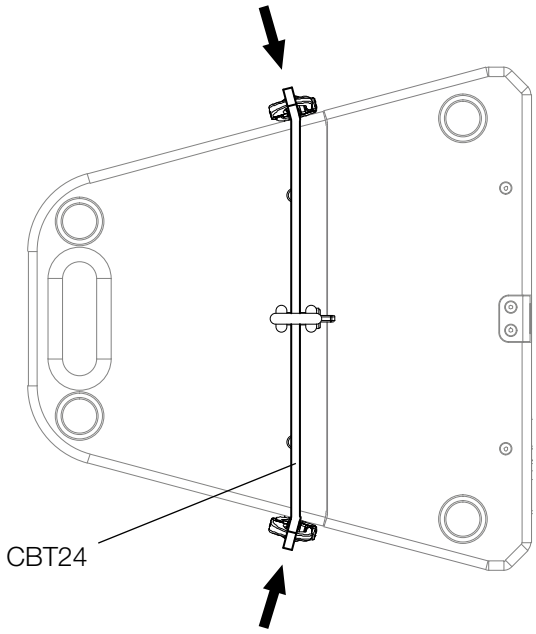

Figure 4.4 - Direction of mounting CBT24 to T24(N) loudspeaker
Mount the CBT24 cradle bar for flying to the T24(N) loudspeaker as shown in figure 4.4.